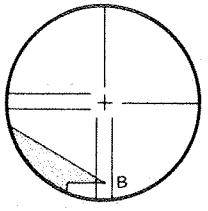

Abb. 13.18
2) Drehen Sie das Fernrohr mit der Vertikalfeineinstellungsschraube 31 langsam nach oben, bis der Zielpunkt zum unteren Teil B gleitet, Abb. 13.18. Falls der Zielpunkt innerhalb der Vertikallinie zentrisch erscheint, ist keine Justierung notwendig. Falls nötig, justieren Sie wie folgt: